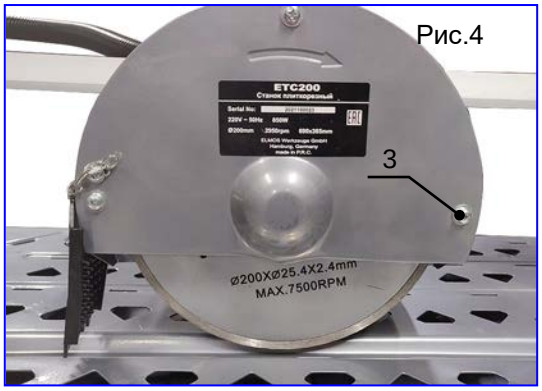

Рис.4
2. Открутите винты (поз.3, рис.4) крепления защитного кожуха режущего диска. Снимите защитный кожух.